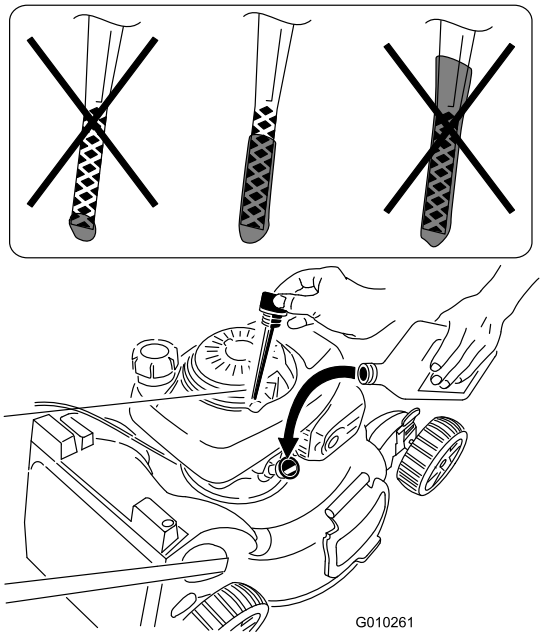

Figur 40
4. Häll **långsamt** olja i påfyllningsröret och kontrollera nivån med oljestickan med jämna mellanrum tills oljestickan visar att motorn är full, i enlighet med Figur 40. **Fyll inte på för mycket.** (Maximal påfyllning: 0,55 l, typ: SAE 30 renad olja med API-klassificering SH, SJ, SL eller högre.)